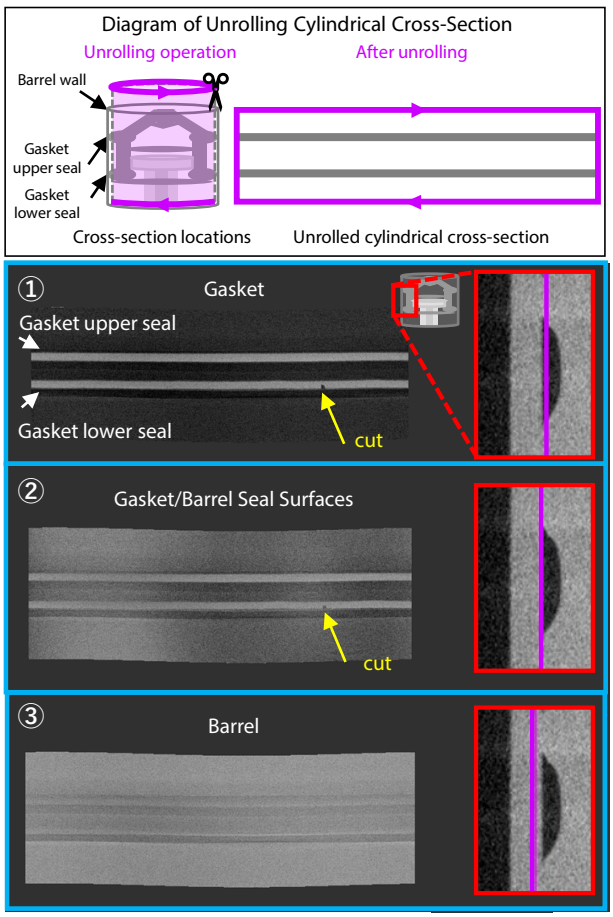

Fig. 3 Unrolled Cylindrical Cross-Section Images of Gasket and Barrel
Fig. 3 shows unrolled cylindrical cross-section images of a syringe created with the 3D analysis software VG STUDIO MAX. By changing the unrolling position, indicated by the purple lines, cross-section images of ① the gasket, ② the gasket/barrel seal surfaces, and ③ the barrel can be displayed. The cross-section position is indicated by the purple line in corresponding cross-section images with a red border in Fig. 3, where the cross-section radius increases in ascending order of cross-section number ①, ②, and ③.